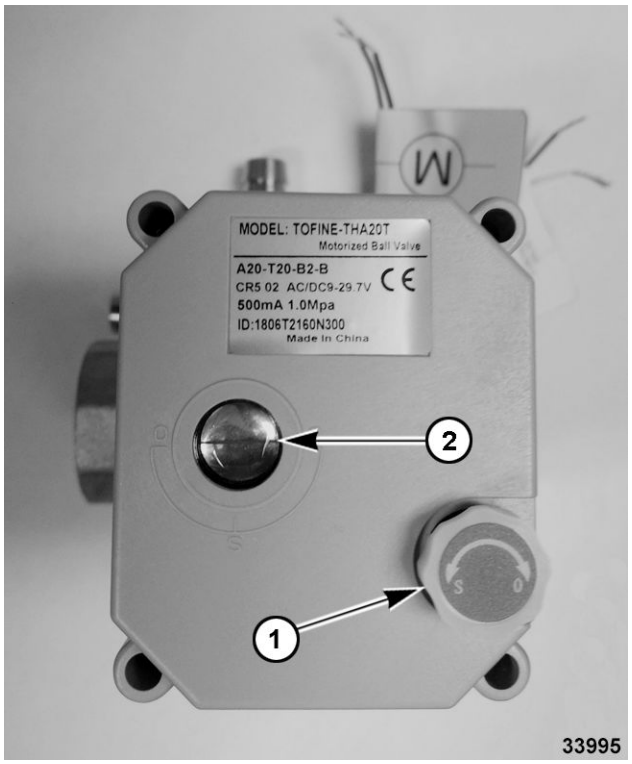

Fig. 36
B. Pull knob (1, Fig. 36) out and turn while watching indicator window. Verify red line inside indicator window (2, Fig. 36) is horizontal (open position) with valve body.